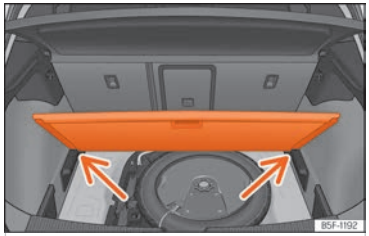

Fig. 184 Terra variable del maleter: posició inclinada.
- Recolzeu el terra sobre els espais previstos per a aquest ús ››› fig. 184 (fletxes).